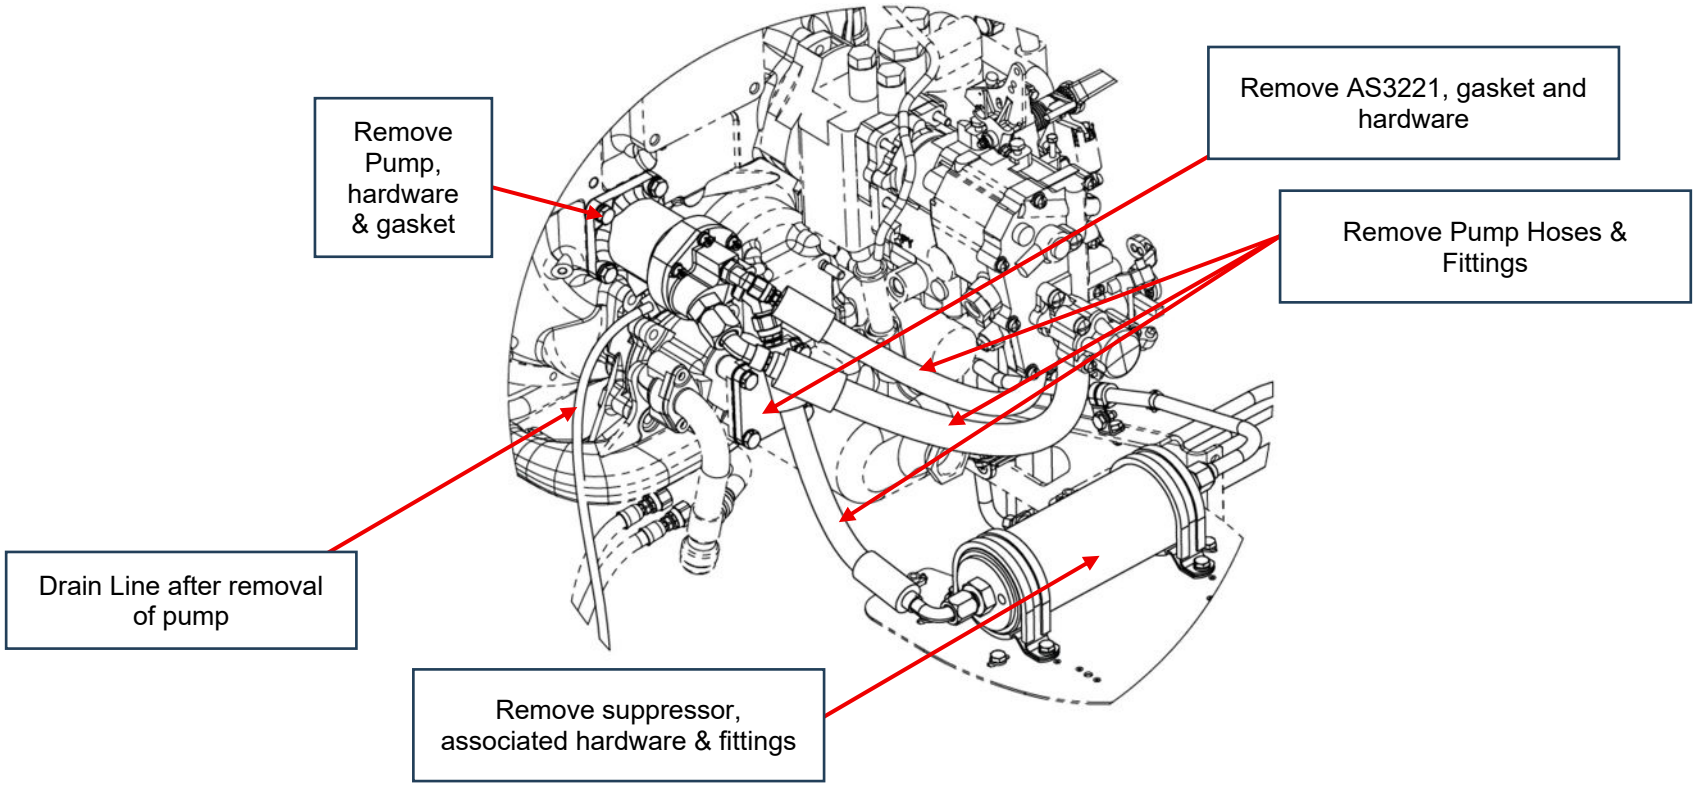

Figure 5: Piston Pump Assembly
11. Remove hydraulic suppressor (refer to figure 5).